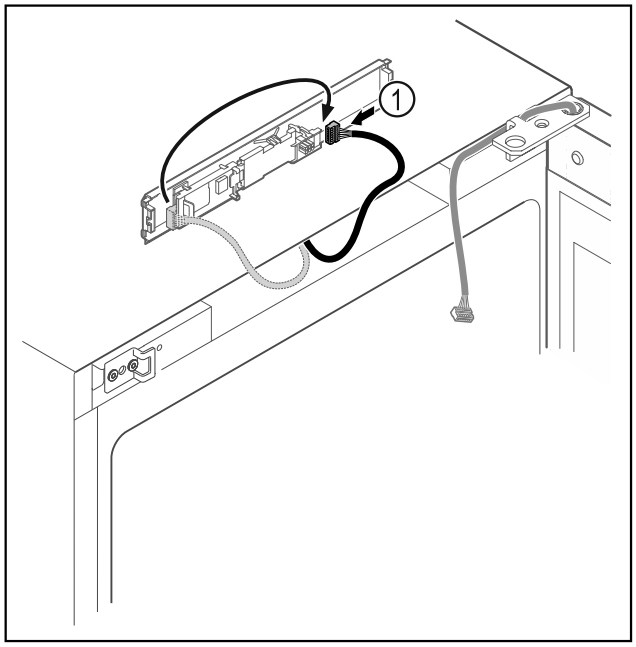

Fig. 9
▶ Connect the plug *Fig. 9 (1)* to the circuit board.